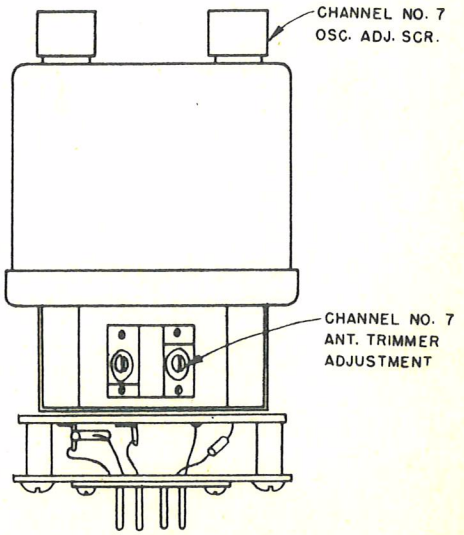

Fig. 1
6. With an insulated screwdriver, adjust the primary trimmer (Fig. 1) for brightest picture with the least amount of "snow". Maintain as low a contrast setting as possible while still keeping the picture visible.